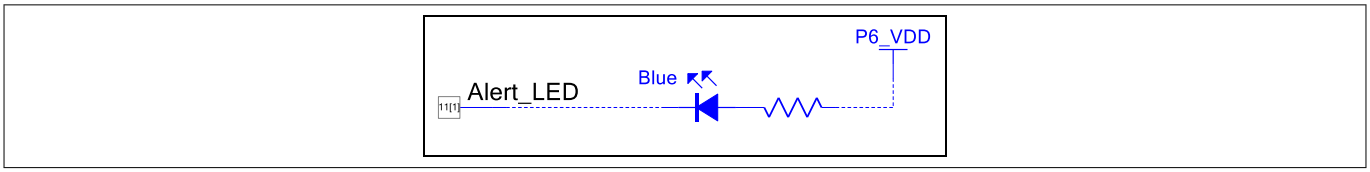

図 23　　外部コンポーネント付きの出力ピン
*ヒント:　ピンに対して **External terminal** を有効にすることで、外部の「オフチップ」コンポーネントをデザインに追加できます。回路図上の外部コンポーネントは、説明のためのみ含まれ、生成されたコードには影響を与えません。オフチップコンポーネントは任意ですが、ハードウェア設計チームがデザインの仕組みを理解する際に役立ちます。また、記述用のテキストボックスを追加することもできます。図 23 に、アラート LED のデザインを拡張する方法を示します。この場合、オフチップコンポーネントは **Instance_Name_Visible** の選択を外して設定します。抵抗は、**Value** フィールドを空白にして設定します。電源端子は、**Supply_Name** が P6_VDD にセットして設定します。*